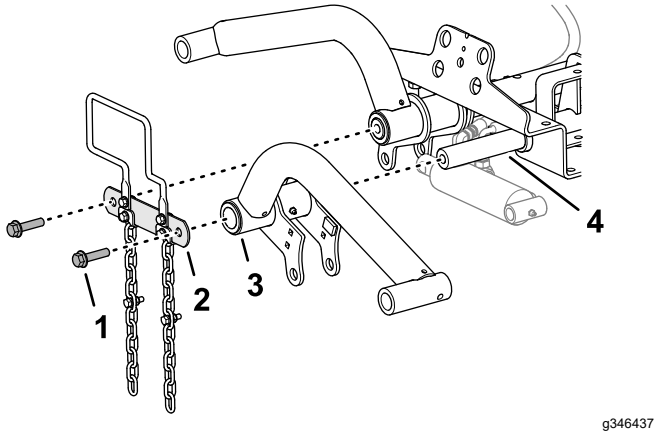

Figur 11
1. Montera lyftarmarna på lyftarmens vridbara axlar enligt Figur 11).
2. Montera den vridbara axellänken på lyftarmens vridbara axlar (Figur 11) med de två flänshuvudskruvar (½ x 2 tum) som du tog bort i Förbereda montering av lyftarmarna (sida 16).